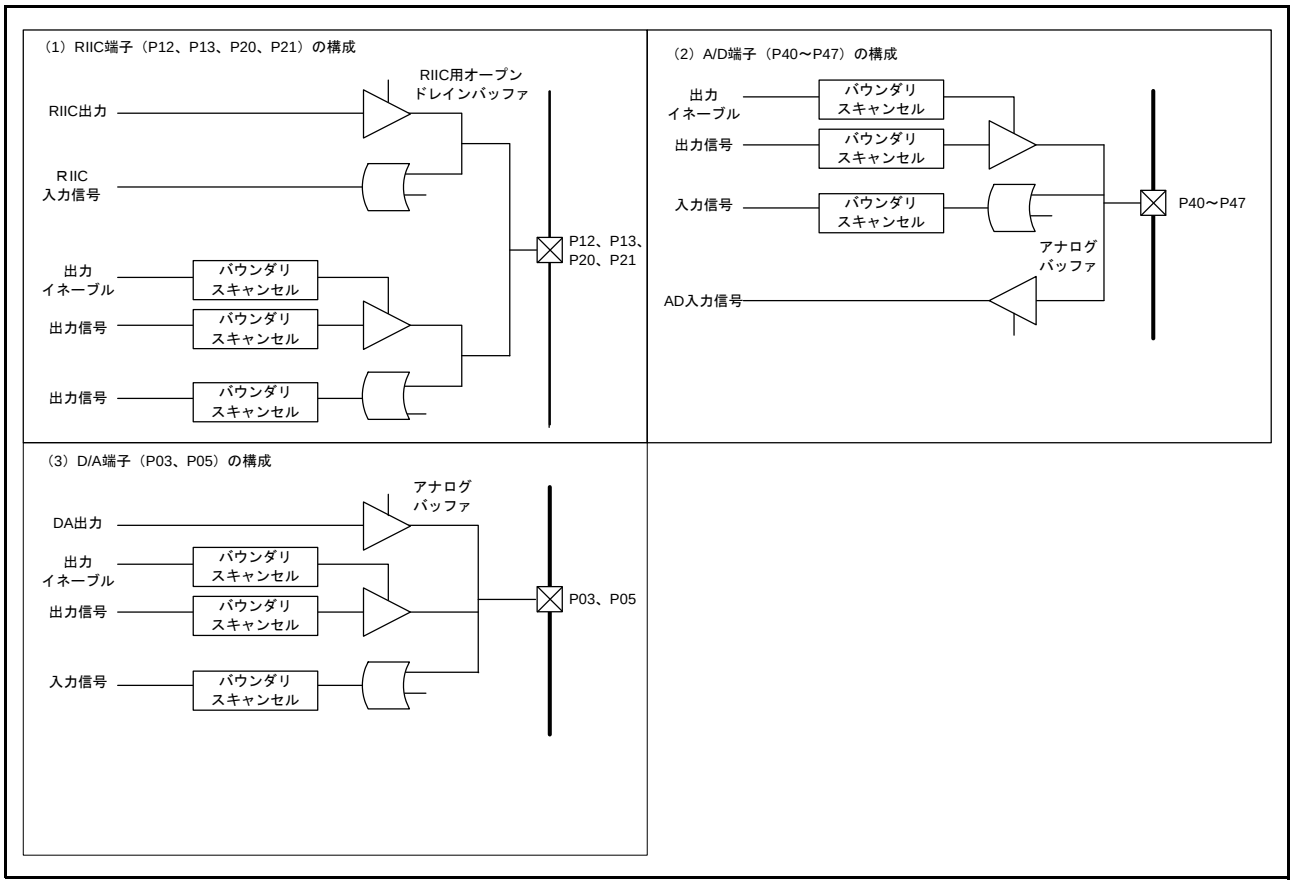

図 40.4　各端子の構成
(5) リセット端子（RES#）はバウンダリスキャンの対象外です。
(6) USB 専用端子（USB0_DP、USB0_DM、USB1_DP、USB1_DM）はバウンダリスキャンの対象外です。
(7) オンチップエミュレータイネーブル端子（EMLE）はバウンダリスキャンの対象外です。
(8) バウンダリスキャン端子（BSCANP）はバウンダリスキャンの対象外です。
(9) CNVSS 端子はバウンダリスキャンの対象外です。
(10) バウンダリスキャンの端子（TCK、TMS、TRST#、TDI、TDO) はバウンダリスキャン対象外です。
(11) バウンダリスキャン機能は、以下のとき、使用できません。
(12) オープンドレイン機能付き端子を、オープンドレイン機能有効として使用した場合、バウンダリスキャン機能で出力のスキャンレジスタを 1、出力イネーブルレジスタを 1 に設定し、EXTEST 命令、CLAMP 命令、SAMPLE/PRELOAD 命令のいずれかを実行すると端子はハイインピーダンスではなく、High 出力になります。
(13) P12、P13、P20、P21 の端子構成を図 40.4（1）に示します。P12、P13、P20、P21 を RIIC 端子 (SDA0、SDA1、SCL0、SCL1) として使用した場合、バウンダリスキャン機能をご使用の際は、オープンドレイン出力との衝突、回り込みに注意してください。
(14) P40 ～ P47 の端子構成を図 40.4（2）に示します。P40 ～ P47 を AD 入力 (AN0 ～ AN7) として使用した場合、バウンダリスキャン機能をご使用の際は、AD 入力との衝突、回り込みに注意してください。
(15) P03、P05 の端子構成を図 40.4（3）に示します。P03、P05 を DA 出力 (DA0、DA1) として使用した場合、バウンダリスキャン機能をご使用の際は、DA 出力との衝突、回り込みに注意してください。